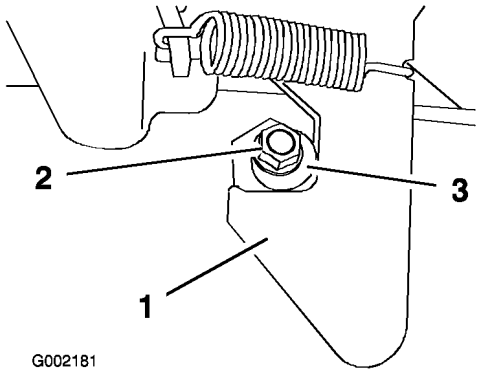

Figur 25
1. Løsn møtrikken i enden af låsestiften (Figur 25).
2. Drej låsestiften med uret, indtil den ligger tæt op ad låsen, og stram herefter møtrikken (Figur 25).